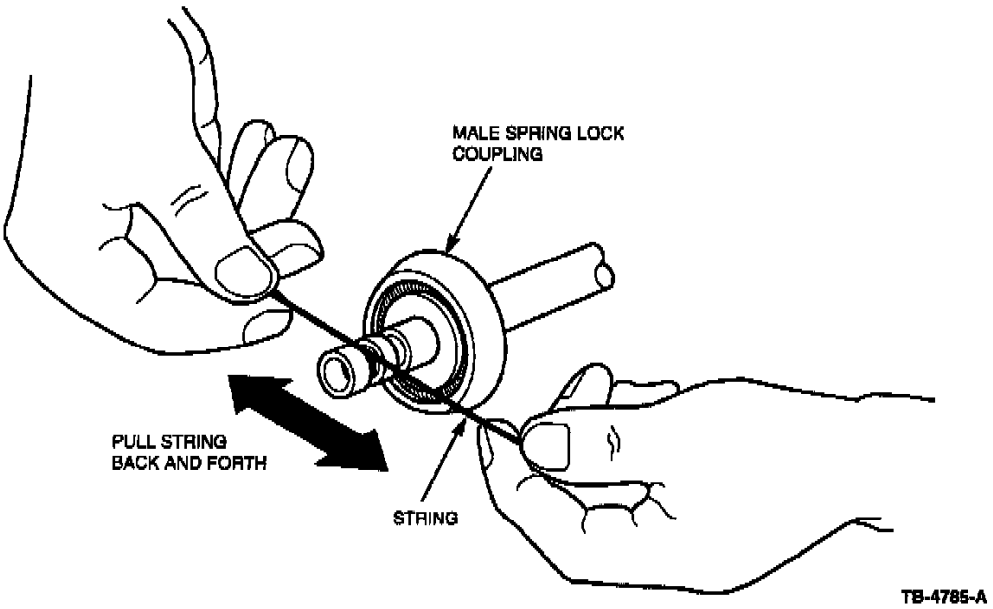

Figure 4
a. Loop the 12" length of natural fiber string around SLC and clean O-ring sealing surface (Figure 4).